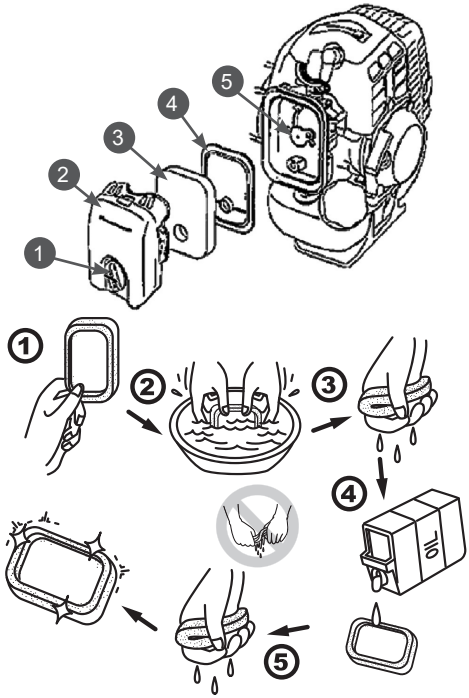

Рис. 13 Обслуживание воздушного фильтра
1. Открутите винт барашковый 1 (Рис. 13) и снимите крышку 2 воздушного фильтра.
2. Извлеките из корпуса фильтрующие элементы: поролоновый 3 и фетровый 4 (Рис. 13).
6. Очистите от загрязнений крышку и опору 5 воздушного фильтра (Рис. 13).